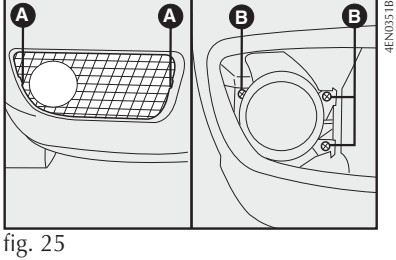

fig. 25
FARÓIS DE NEBLINA - fig. 25
1) retirar a grade com uma chave de fenda nos pontos indicados em **A-fig. 25**;
2) retirar os parafusos indicados por **B-fig. 25**;